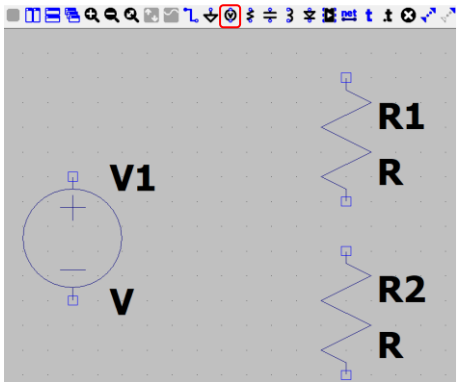

Figura 7. Seleccionar el componente fuente de voltaje y llevarlo al esquemático
b) **Agregue la fuente de voltaje**: de un click sobre el componente **Voltage Source (V)** en la barra de herramientas como se muestra en la Figura 7. También se puede presionar la tecla **'V'** para activar el componente **Voltage Source**. Ubique la fuente, así como lo hizo con los resistores, tal y como se muestra en la Figura 7.